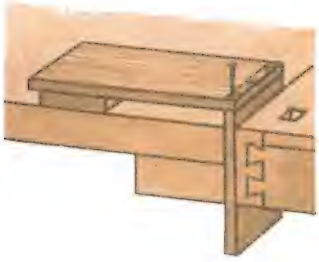

Рисунок 38. Соединение двух стенок ящика гвоздями.
3. Соединить две стенки гвоздями (рисунок 38).